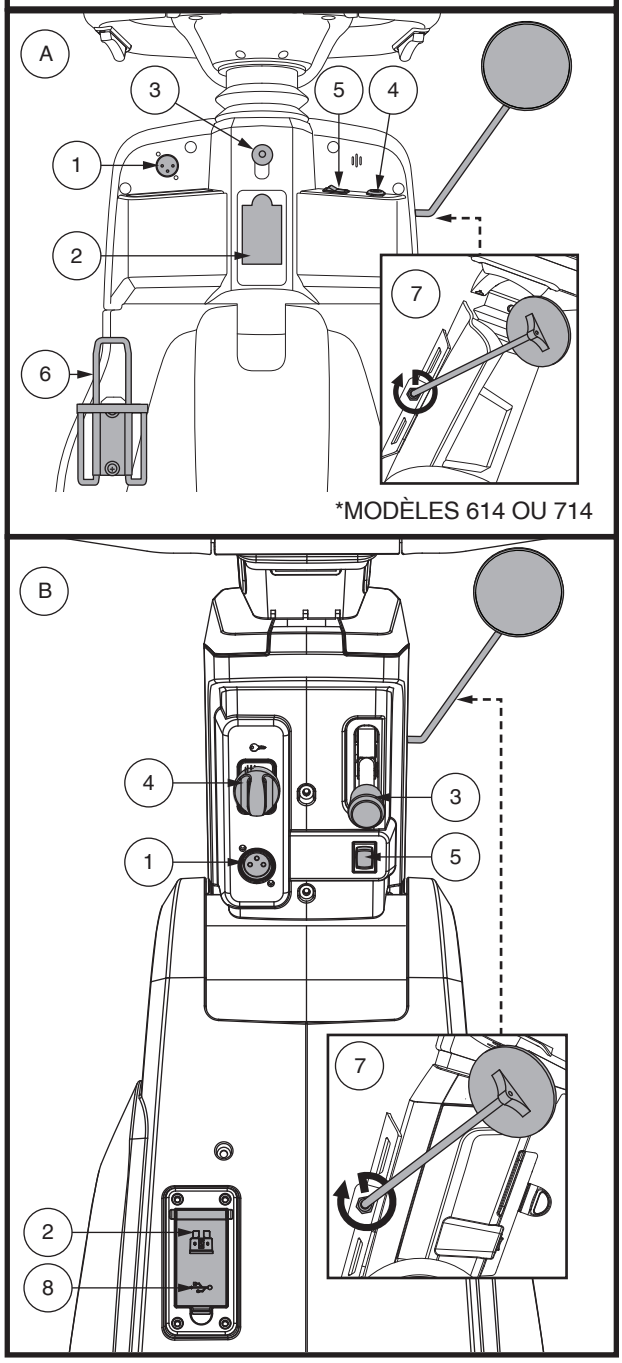

Figure 8. Composants du guidon inférieur
Pour charger les batteries, le cordon du chargeur doit être branché dans ce réceptacle. Le réceptacle est situé sur le guidon. **Voir la figure 8.**
- Insérez la clé dans le contact et tournez-la dans le sens horaire pour allumer votre scooter. **Voir la figure 8.**
Ce commutateur permet de sélectionner le levier d'accélérateur (gauche ou droit). **Voir la figure 8.**